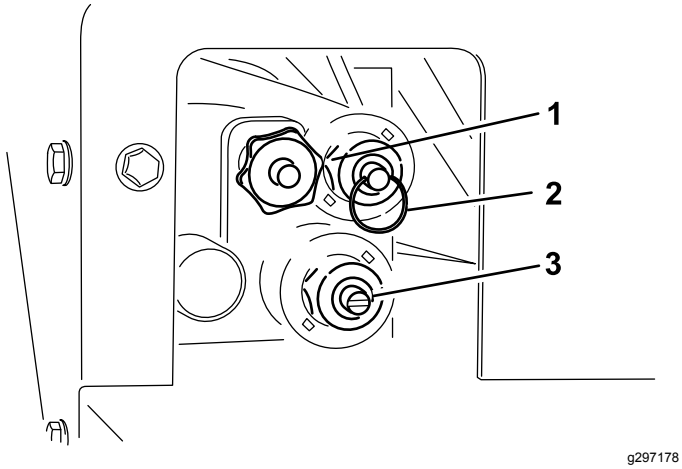

Rysunek 26
Sterowanie ręczne znajduje się po stronie kierowcy układu hydraulicznego (Rysunek 26).
- Aby wyregulować prędkość podłogi (Rysunek 26), obróć pokrętło w prawo. W systemie obsługi kodowanym kolorami stosowana jest maksymalna prędkość podłogi, więc regulacja ta jest możliwa przy braku przepływu hydraulicznego. Jest to bardzo przydatne, gdy kosz samowyładowczy jest pełen piasku.
- W celu uniesienia kosza (Rysunek 26) popchnij pierścień na trzpieniu zaworu.
- W celu opuszczenia kosza (Rysunek 26) pociągnij za pierścień na trzpieniu zaworu.
- Aby wyregulować prędkość rozrzutnika (Rysunek 26), użyj wkrętaka płaskiego, obracając go w prawo, aby ją zwiększyć, lub w lewo, aby ją zmniejszyć.